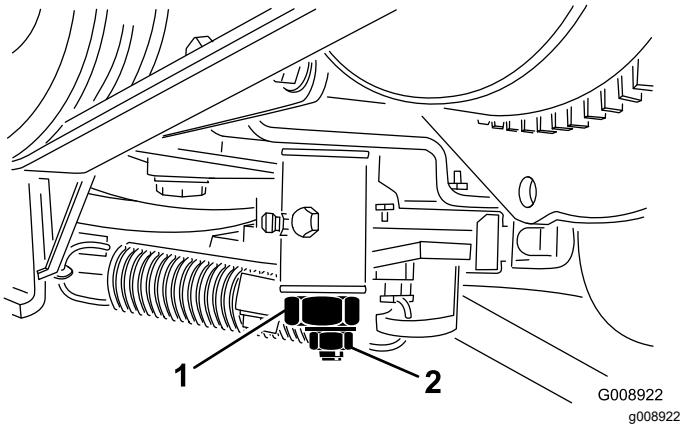

Figur 56
4. Lossa låsmuttern på hjuldrivningens justeringskam (Figur 56).